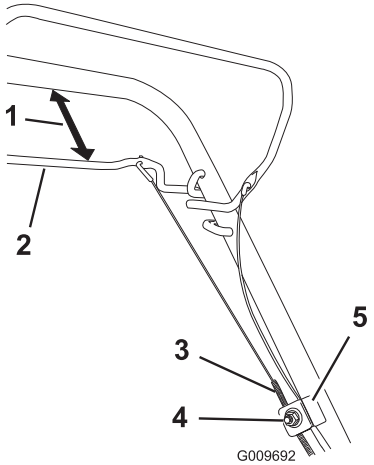

Figuur 29
1. Draai de moer van de kabelbeugel los (Figuur 29).
2. Houd de stang van de zelfaandrijving 25 tot 38 mm van de handgreep verwijderd (Figuur 29).
3. Trek de kabelmantel omlaag (naar de maaimachine toe) om alle speling uit de kabel te halen (Figuur 29).